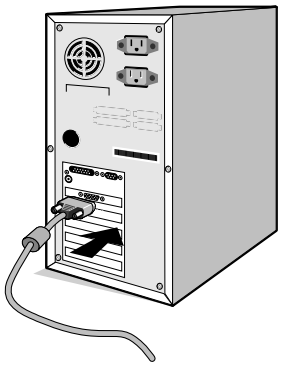

Figura A.1
2. **Per il PC con l'uscita analogica:** Collegare il cavo segnali mini D-SUB a 15 pin collegato al monitor al connettore della scheda video del sistema (**Figura A.1**). Serrare tutte le viti.